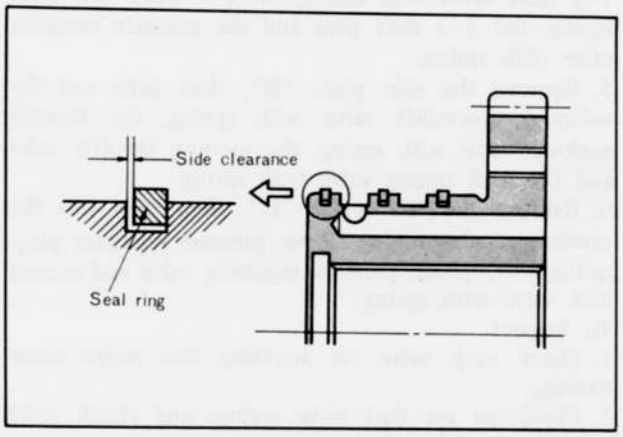

Fig. 7A–36 Clearance of oil seal ring
3. Check the side clearance between the sealing and gloove as shown in Fig. 7A–36. The standard clearance is **0.04 ~ 0.16 mm (0.002 ~ 0.006 in)**. When disassembling the seal ring, squeeze it up so that its joint will rise above the groove, and disconnect the joint.